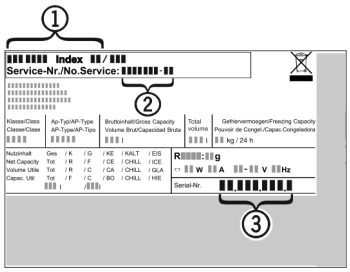

Fig. 11
▶ Identificați denumirea aparatului *Fig. 11 (1)*, numărul de service *Fig. 11 (2)* și numărul de serie *Fig. 11 (3)* pe marca de fabricație. Marca de fabricație se află pe partea stângă în interiorul aparatului.
▶ Informați serviciul de asistență a clienților și comunicați tipul defecțiunii, denumirea aparatului *Fig. 11 (1)*, numărul de service *Fig. 11 (2)* și numărul de serie *Fig. 11 (3)*.